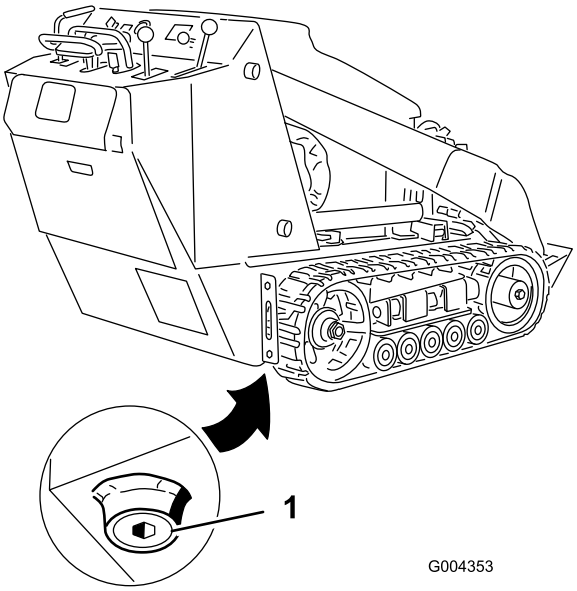

Figur 38
4. Ta bort avtappningspluggen (Figur 38).